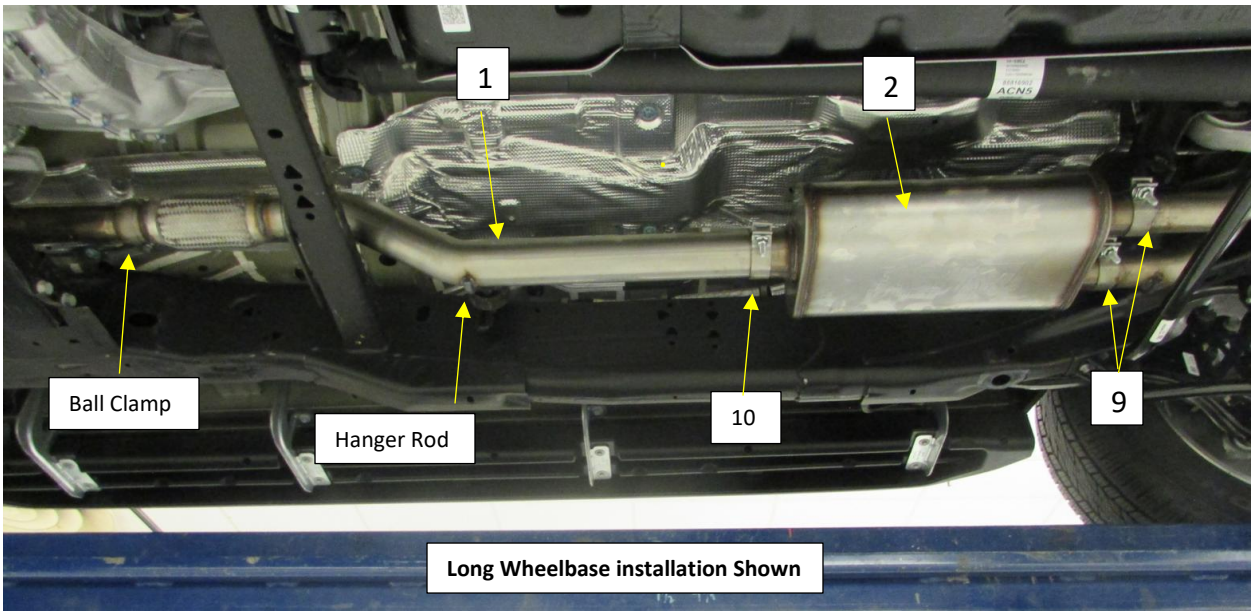

Figure. 6
2. Install the band clamp on to the flared inlet of the Flowmaster Muffler Inlet Pipe **(1)** with the tang at the bottom of the pipe, this will make easy access to the bolt. **Fig.6**
3. Install the Muffler Inlet Pipe **(1)** over the cross member and on to the ball connection of the OEM down Pipe from the Catalytic Converter. **Fig.6**
6. Install the Supplied 3.5" band clamp **(10)** on to the muffler inlet. **Fig.6**
7. Install the muffler **(2)** on to the Muffler inlet pipe approximately 2.5" **(1)**. **Support the muffler**. Tighten the clamp to allow for adjustment. **Fig.6**
8. Install the supplied 2.5” band Clamps **(9)** on to the muffler outlets. **Fig.6**